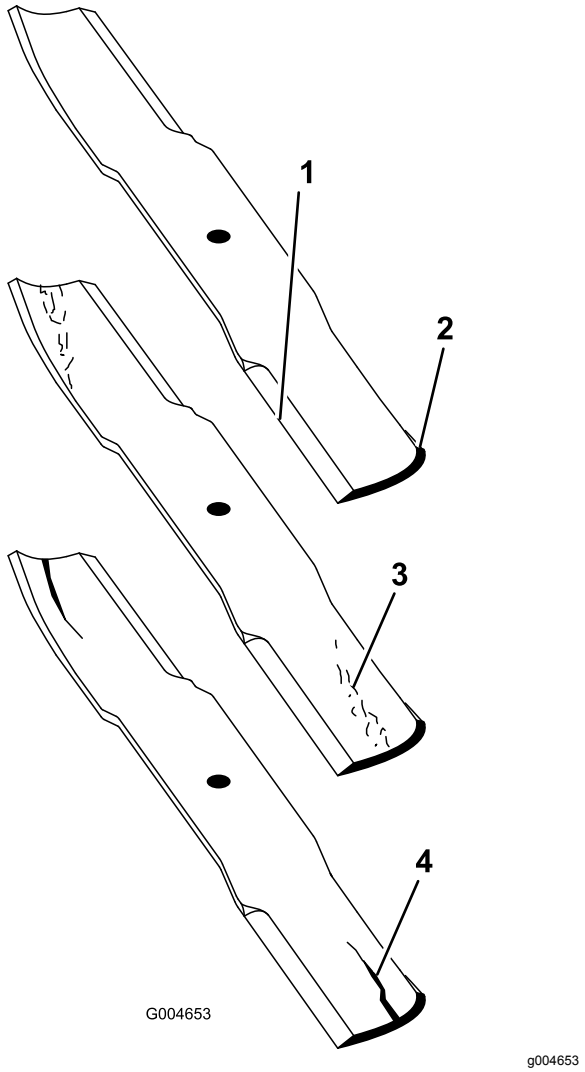

Figur 110
2. Undersøk kniveggene nøye, særlig der de flate og bøyde delene av kniven møtes (Figur 110). Siden sand og slipende materialer kan slite bort metallet som forbinder den flate og den kurvede delen av kniven, kontroller kniven før du bruker gressklipperen. Skift ut kniven hvis du oppdager slitasje (Figur 110).